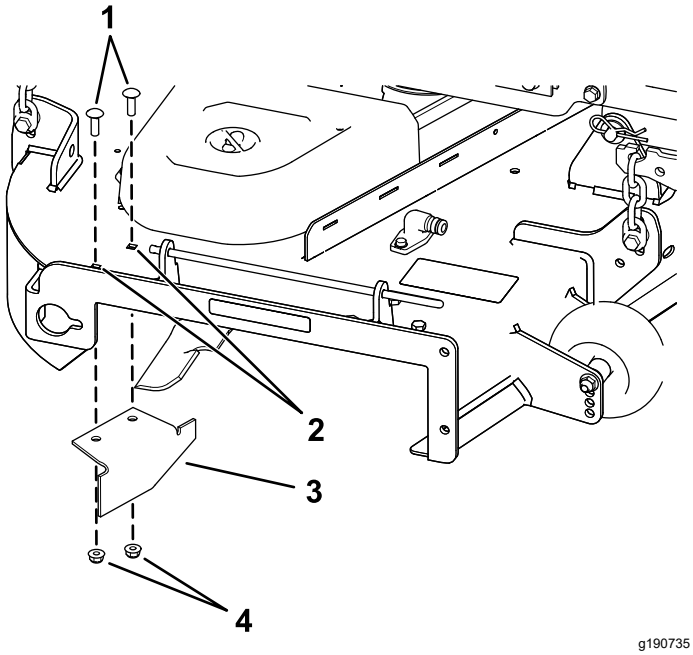

Figura 19
14. Localizai deflectorul de separare în punga cu accesorii, îndepărtai elementele de fixare de pe orificiile spate ale plăcii de descărcare i montai deflectorul în zona deschiderii evacuării laterale a punii mainii de tuns iarba (Figura 19).